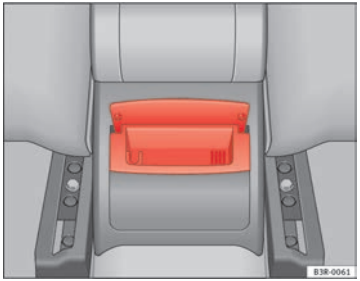

Fig. 125 Rear ashtray
– Take hold of the lid ⇒ fig. 125 and lift out the ashtray.